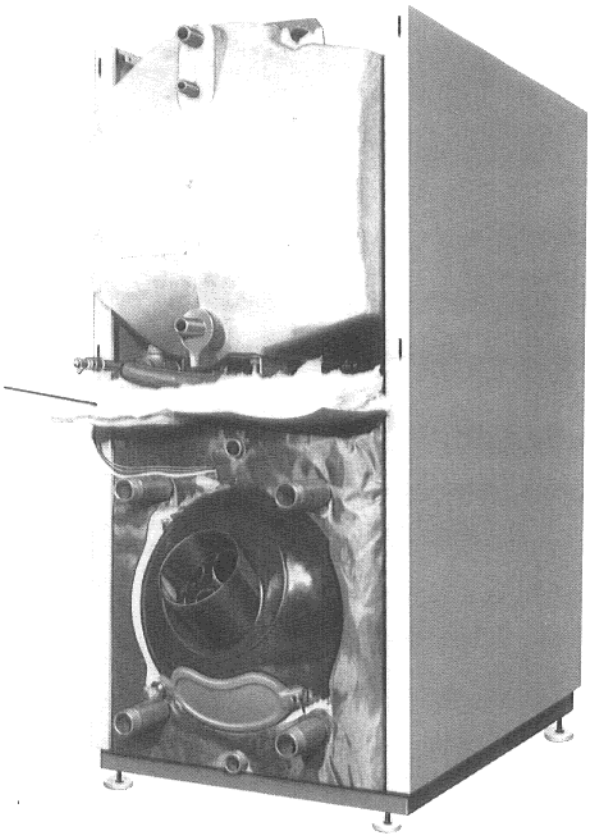

Fig. 25
1. Ripiegare l'isolazione posteriore verso l'esterno (Fig. 25).